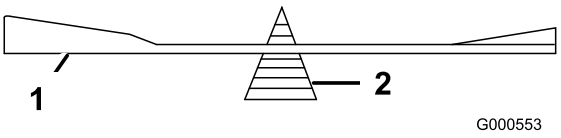

Figur 59
2. Sjekk knivens balanse ved å legge den på en balanseringsinnretning (Figur 59).